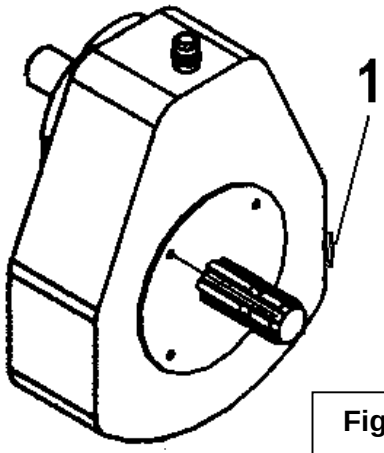

Figure 11
Check oil level by side plug (fig.11, item 1) every 40 hours of operation or monthly. Make sure oil is up to the level plug, if not add SAE 90 oil. Replace oil every 100 hours of operation or yearly.